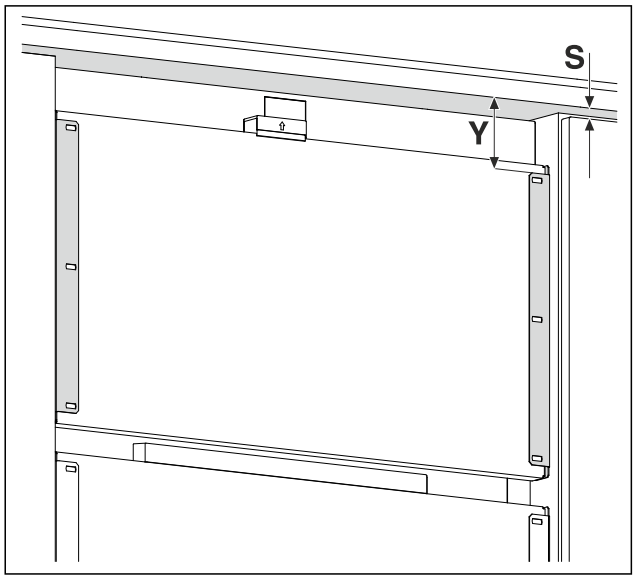

Fig. 17 Beispielhafte Darstellung
▶ Abstand *Fig. 17 (Y)* von Unterkante Möbelfront zum Haltewinkel messen.
▶ Spaltmaß *Fig. 17 (S)* von Unterkante Möbelfront auf obere Kante Möbeltür messen.